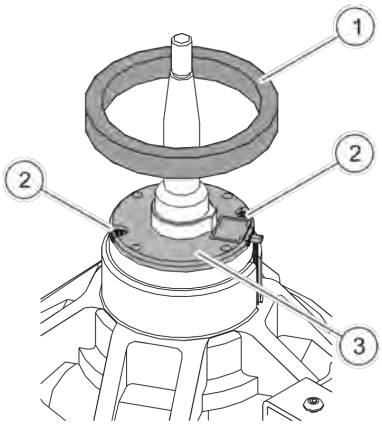

Fig. 35: Top side of motor
10. Pull the ring seal off of the bearing shield and put it to the side (*Fig. 35*/1).
11. Remove the 2 Phillips screws from the speed sensor (*Fig. 35*/2).
12. Remove the speed sensor (*Fig. 35*/3).